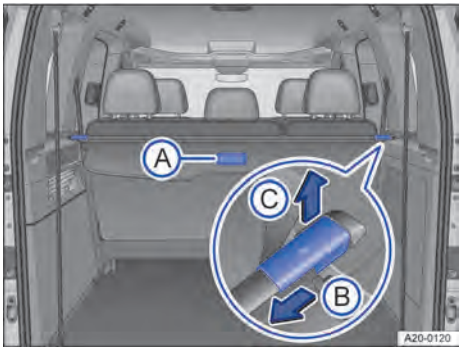

Fig. 154 En la zona de carga: cubierta.
1. Tire de la cubierta un poco hacia atrás utilizando el tirador → Fig. 154 Ⓐ.
1. Tire uniformemente de la cubierta hacia atrás, por el tirador → Fig. 154 Ⓐ.
1. Desbloquee la cubierta en el sentido de la flecha → Fig. 154 Ⓑ y levántela en el sentido de la flecha → Fig. 154 Ⓒ.
2. Tire del bloqueo de la cubierta en el sentido de la flecha → Fig. 154 Ⓑ y manténgalo en esta posición.